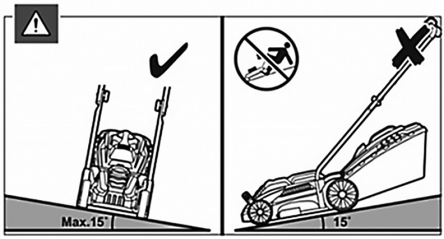

Рис. 16 Положение газонокосилки при скашивании
8. Запрещается работать газонокосилкой, если угол склона превышает 15° (Рис. 16).